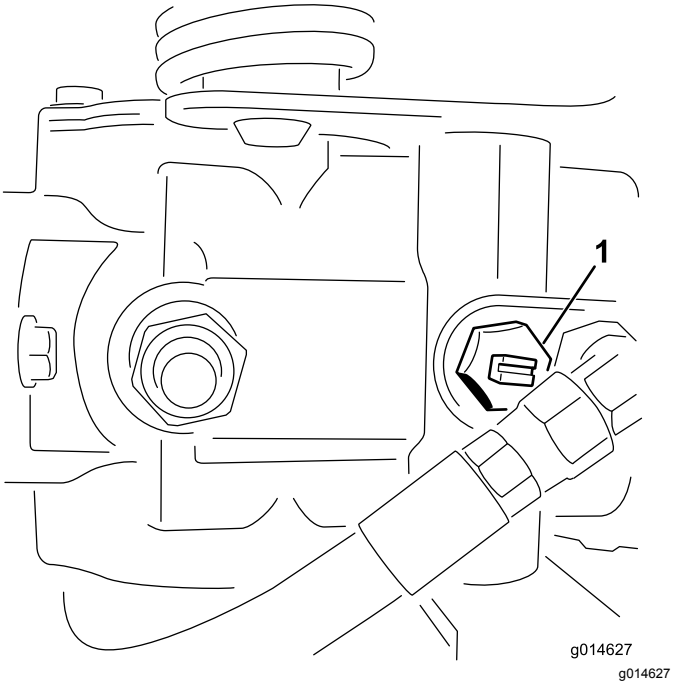

**Rysunek 27**
1. Znajdź na pompie zawór obejściowy i obracaj nim tak, aby szczelina była skierowana pionowo (Rysunek 27).
2. Przed uruchomieniem silnika zamknij zawór obejściowy, obracając nim tak, aby szczelina znajdowała się w położeniu poziomym (Rysunek 27).